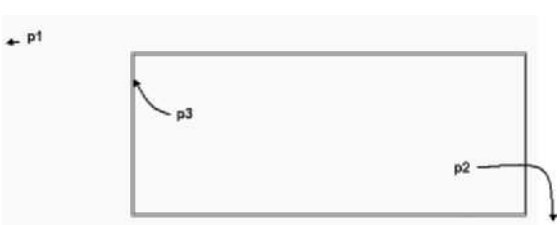

FIGURE 2.66 *Rectangular polygon drawn with Ortho close option*
(Walls are drawn to create the rectangle as shown in Figure 2.66.)
10. Select **Zoom Window** from the **Zoom** flyout of the Navigation bar. Click a location near **p1** and **p2** as shown in Figure 2.66.
11. Select the vertical wall at **p3** shown in Figure 2.66; choose **Copy** from the Offset flyout Modify panel. Respond as shown to the following workspace prompts to create interior walls using the **WallOffsetCopy** command.